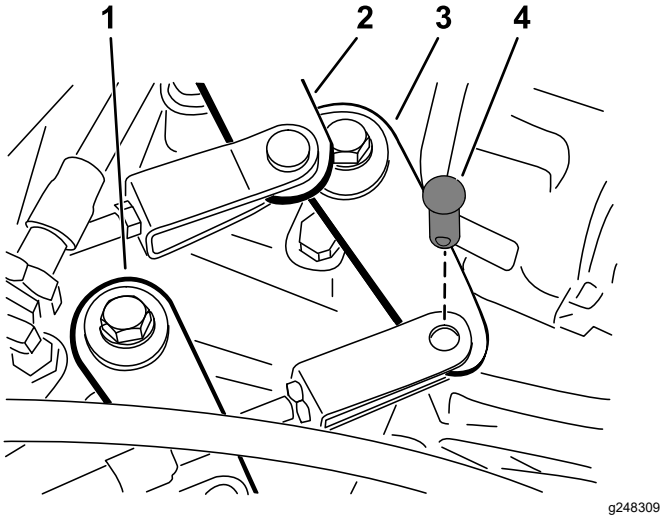

Figur 45
2. Ta bort de sprintbultar som fäster växelvajrarna på växellådans växlingsarmar (Figur 45).
1. Ta bort den sprintbult som fäster hög-/lågväxelvajern vid växellådan (Figur 45).